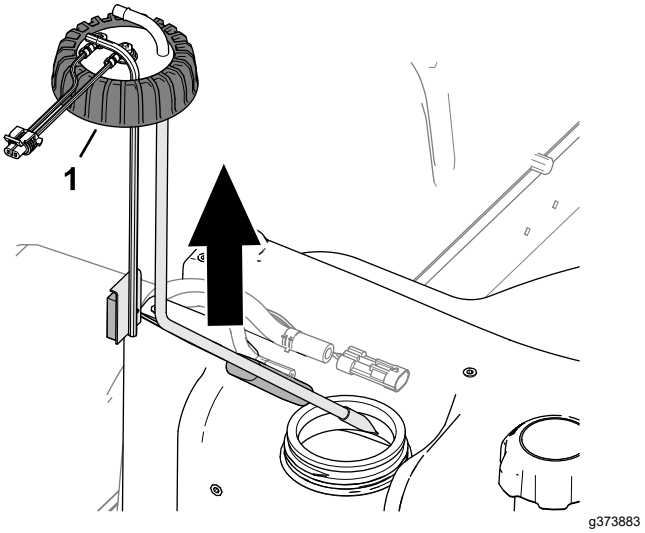

**Figuur 90**
5. Maak de dop van de brandstofsensor los (Figuur 90).